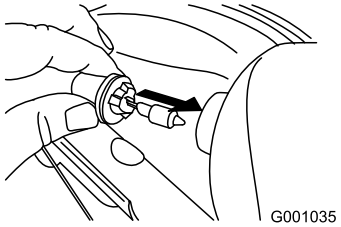

Rysunek 58
4. Włóż nową żarówkę z tyłu reflektora (Rysunek 58).